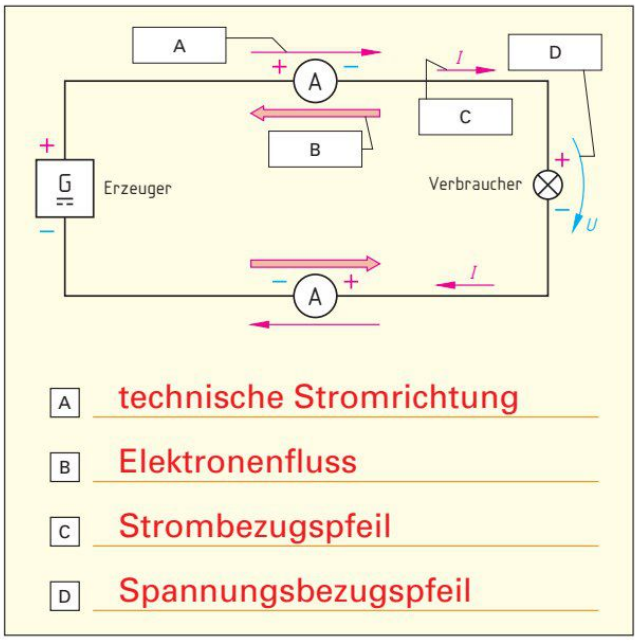

Bild 1: Stromrichtung und Elektronenbewegung
Ein elektrischer Strom kann in der Stehleuchte von **Bild 1, Seite 14** fließen, wenn eine Spannung vorhanden ist und der Stromkreis geschlossen ist. Durch die Leitung und die Lampe werden dabei Elektronen bewegt, die eine Lichtwirkung in der Lampe verursachen.
1. Vervollständigen Sie die fehlenden Angaben A bis D in dem **Bild 1**.